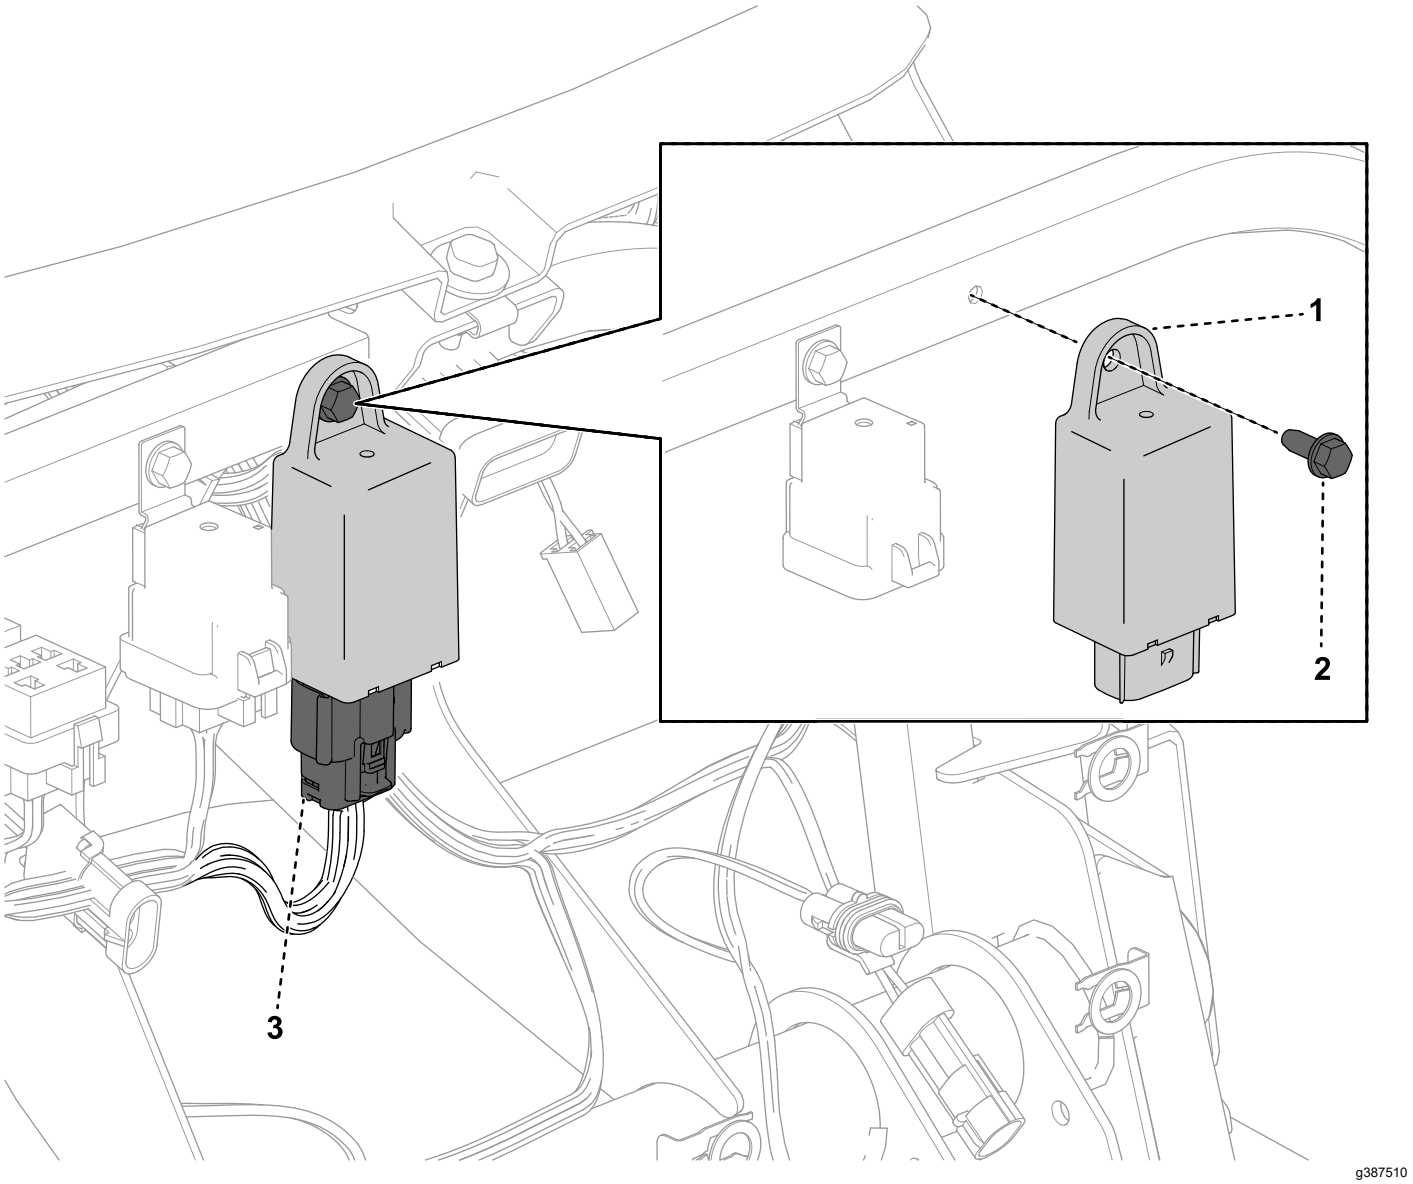

**Figur 6**
1. Fastgør blinklysrelæet til instrumentpanelets støtterør (Figur 5) med sekskantbolten (Figur 6).
2. Find stikket til ledningsnettet til maskinen med mærket SIGNAL MODULE (blinklys), og sæt stikket i blinklysrelæet (Figur 6).